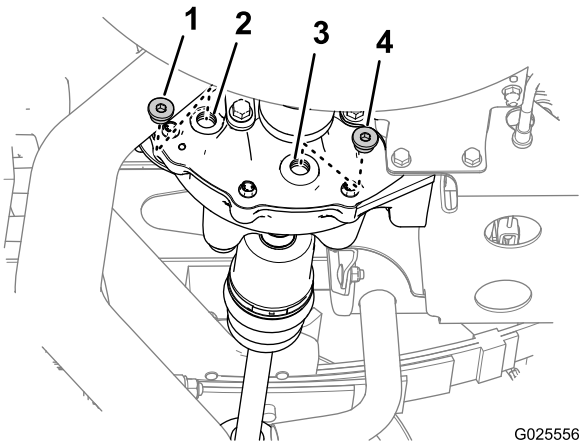

Figur 75
1. Placer en dræningsbakke under aftapningsproppen (Figur 75).
2. Fjern påfyldningsproppen fra påfyldningshullet og aftapningsproppen fra drænåbningen på differentialet (Figur 75).
4. Monter aftapningsproppen i drænåbningen (Figur 75), og tilspænd proppen til 14-19 N·m.
5. Fyld 550 ml af den angivne olie i påfyldningshullet på differentialet (Figur 75).
6. Monter påfyldningsproppen i påfyldningsporten (Figur 75), og tilspænd proppen til 14-19 N·m.